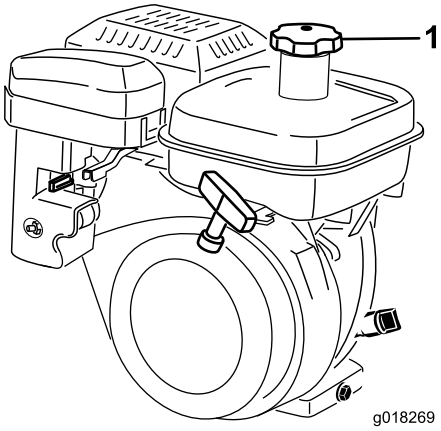

Figur 20
1. Rengjør rundt drivstofftanken, og ta av lokket (Figur 20). Bruk blyfri bensin og fyll drivstofftanken kun til bunnen av filterduken. Ikke fyll på for mye.